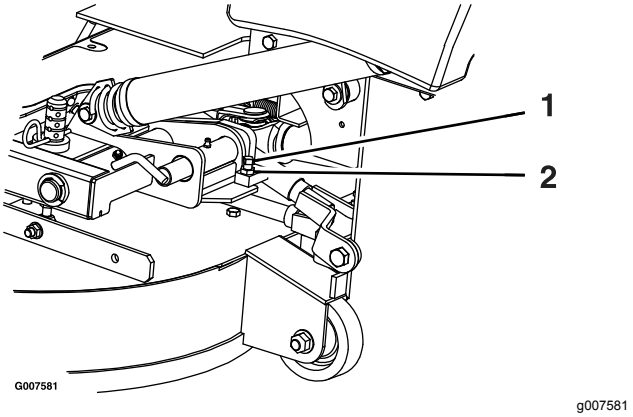

Figure 73
2. Desserrez l'écrou de blocage et tournez la vis de butée dans le sens horaire jusqu'à ce que la goupille de verrouillage soit serrée et ne puisse pas être tournée à la main (Figure 73).